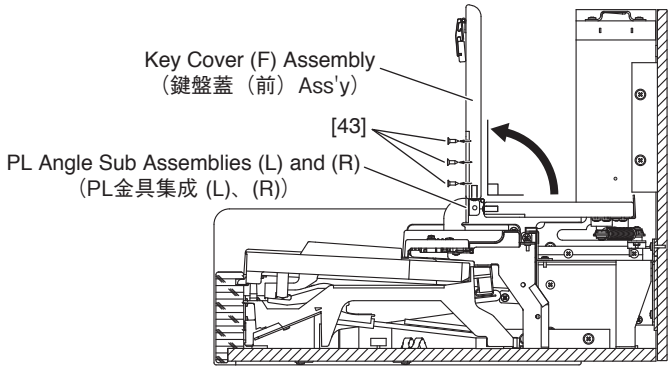

Fig.5（図 5）
3-5 Open the key cover (F) assembly squarely, and remove the three (3) screws marked [43] for each side to remove the PL angle sub assemblies (L) and (R). (Fig.5)
3-5 鍵盤蓋（前）Ass'y を垂直に立て、[43] のネジ 3 本ずつを外し、PL 金具集成（L）、(R）を外します。（図 5）